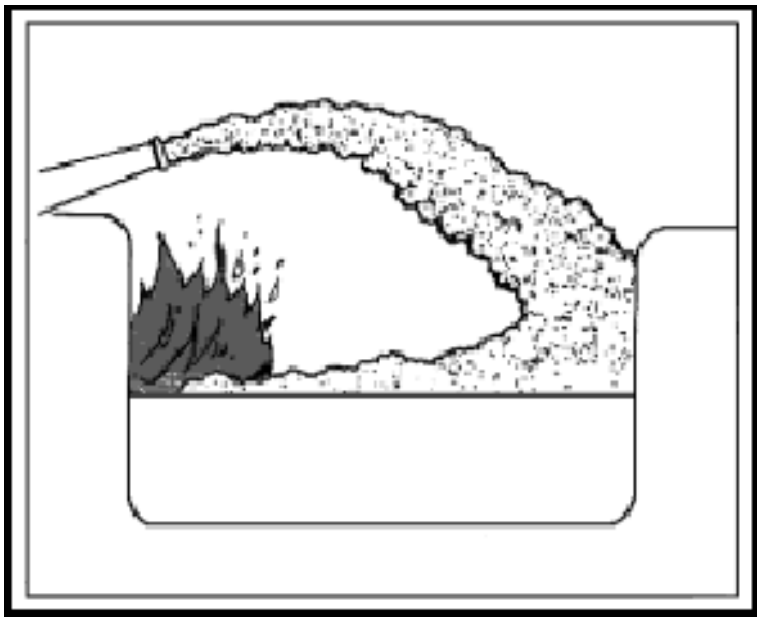

Figure 11-4. Effects of Smothering
- Smothering. Separates the fuel from the oxygen. This can be considered as an attack on the edge of the fire triangle where the fuel and oxygen sides meet (see Figure 11-4).